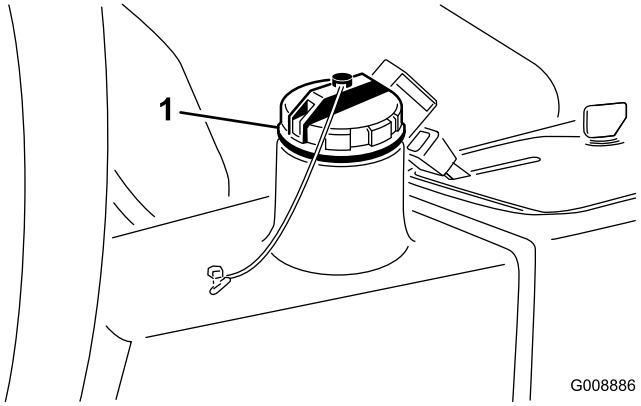

Figur 77
4. Fyll tanken (Figur 77) med cirka 13,2 liter hydraulvätska, se Kontrollera hydraulsystemet (sida 29).